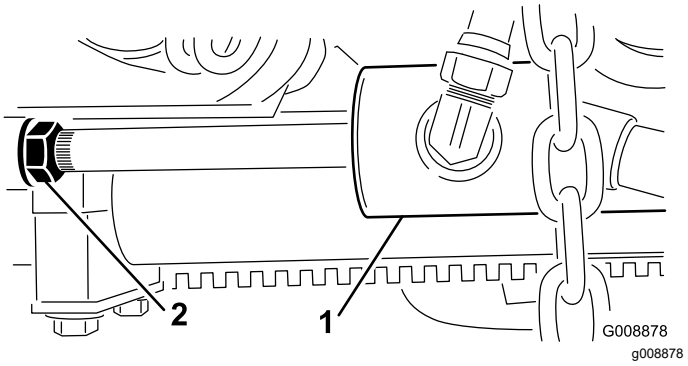

Figur 29
2. Løsn kontramøtrikken på løftecylinderstangen (Figur 29).